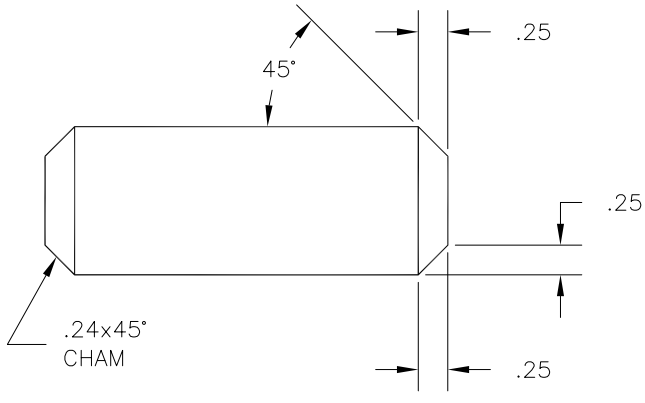

Figure 35-44 *Different ways of specifying a chamfer*
19. A chamfer can be dimensioned by specifying the chamfer angle and the distance of the chamfer from the edge. It can also be dimensioned by specifying the distances, as shown in Figure 35-44.